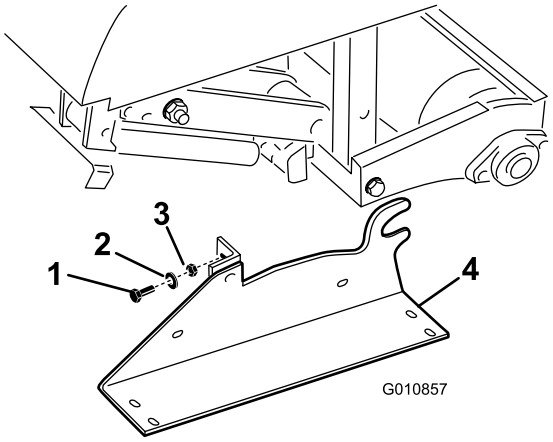

Figuur 31
2. Verwijder de bouten, borgringen en moeren waarmee de opslagstandaarden aan beide uiteinden van de beluchter zijn bevestigd (Figuur 31).